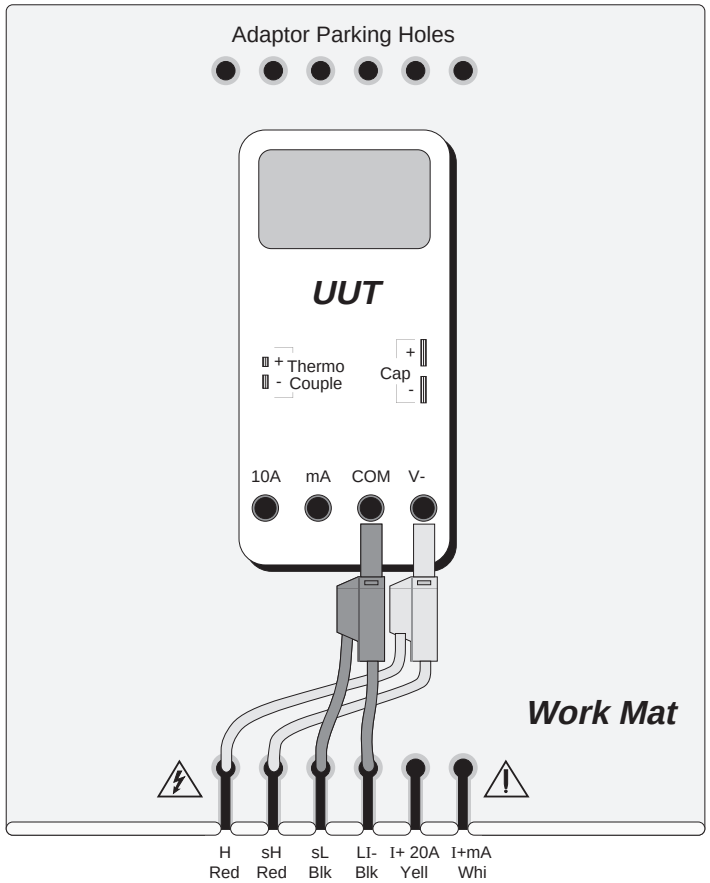

Fig. 4.17.1 Interconnections for UUT Logic-Levels Calibration
The general connection scheme for UUT calibration is illustrated in *Fig. 4.17.1*.
1. **Connections** — Connect the 9100 to the UUT as shown in *Fig. 4.17.1*, and ensure that both instruments are powered ON and warmed up.